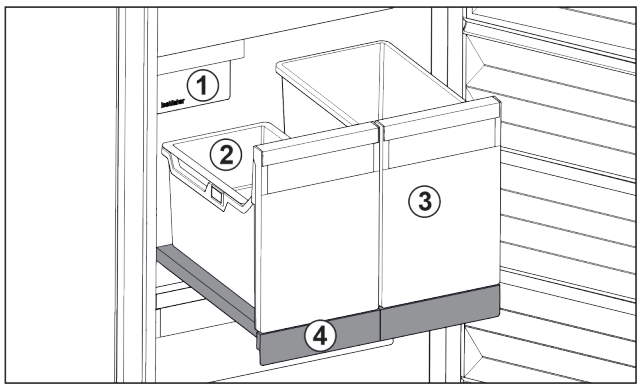

Fig. 99 Pull-out board with IceTower
(1) IceMaker
(2) Hang-on tray for ice cubes
(3) Container for pizza or alcoholic beverages, for example
(4) Pull-out board
There are two high (IceTower) containers on the pull-out board. Ice cubes from the IceMaker are collected and stored in the *Fig. 99 (2)* container. The container *Fig. 99 (3)* is suitable for storing tall foodstuffs or beverages such as pizzas or alcoholic drinks.